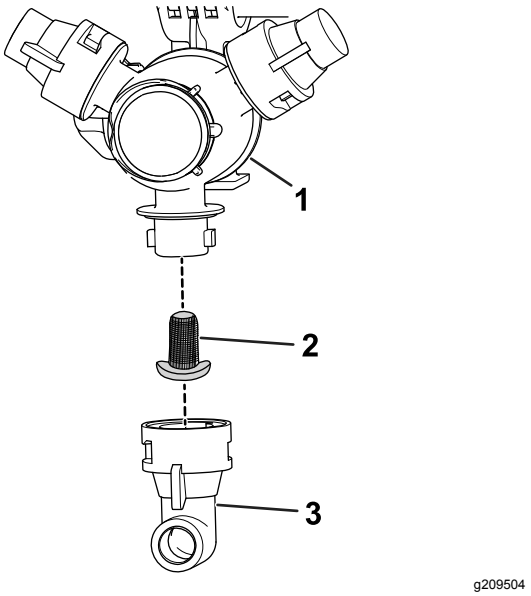

Figur 31
2. Fjern dysen fra sprederhodet (Figur 31).
3. Ta av dysefilteret (Figur 31).
5. Monter dysefilteret (Figur 31).
6. Monter dysen på sprederhodet (Figur 31).